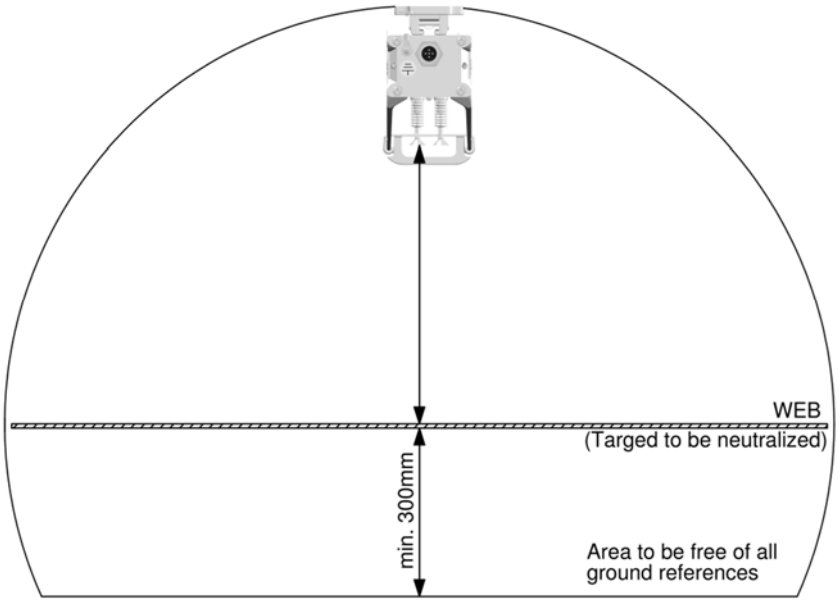

Figure 5
- **Pour un résultat optimal, la barre antistatique doit être installée conformément à la Figure 5**